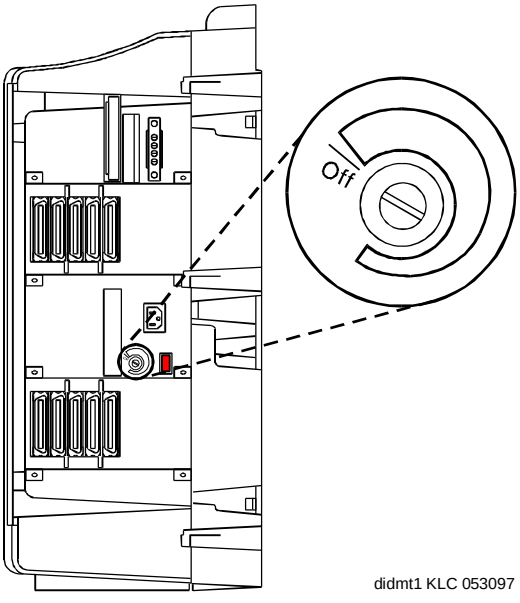

Figure 1-7. Setting the Neon Voltage
3. Adjust the neon voltage control clockwise in small increments until the ring ping stops. See Figure 1-7. Be sure that the message lamp still lights when the adjustment is finished.